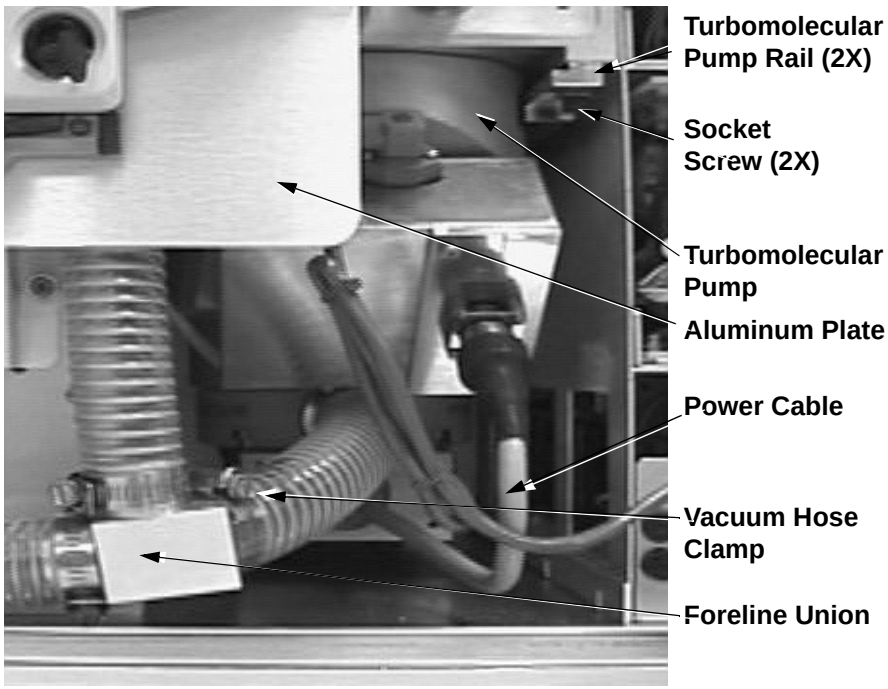

Figure 4-16. Turbomolecular pump
4. Loosen the hose clamp and disconnect the vacuum hose from the turbomolecular pump at the foreline union. See Figure 4-16.
To reinstall the turbomolecular pump, proceed as follows (see Figure 4-16):